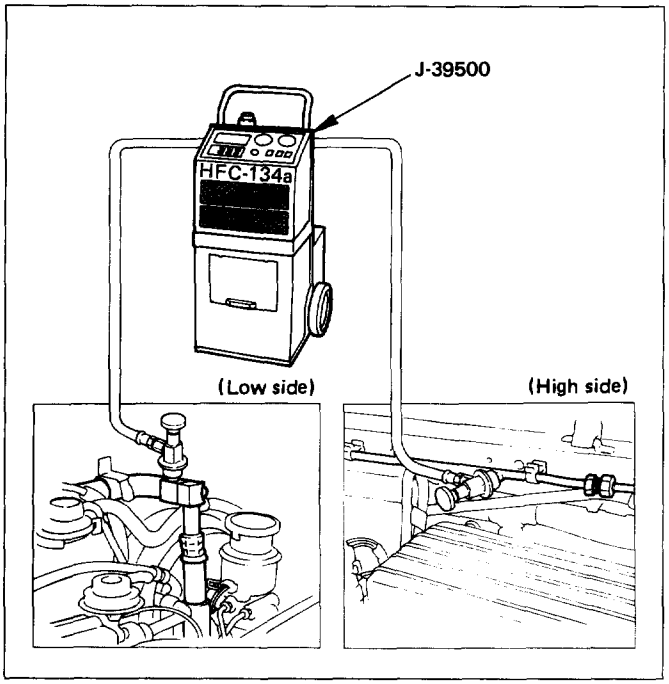

Fig. 1B-21
For the charging of refrigerant recovered by ACR^4 (or equivalent), follow the manufacturer's instruction. (Fig. 1B-21)
- **Direct charging with a weight scale charging station method (Fig. 1B-22, Fig. 1B-23)**